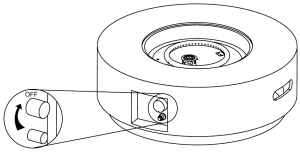

Figure 2
3. Check that the control knob for the gas supply system is turned to the "OFF" position before starting any assembly (see Figure 2).